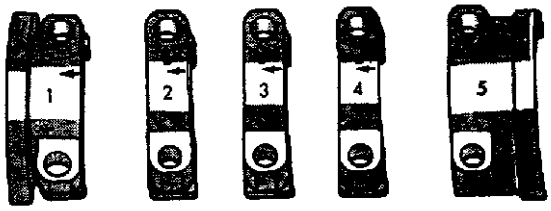

图3-32　凸轮轴承轴瓦安装
③标记第1轴瓦在正时带端部和第5轴瓦在变速器端部时凸轮轴轴瓦正确的顺序，在轴瓦第1、2、3、4、5上的箭头必须对准正时带，以免破裂(图3-32)。